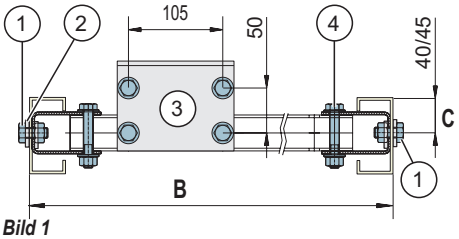

Bild 1
- el travesaño de rueda jockey con arandelas exteriores (*Bild 1* -**2**)